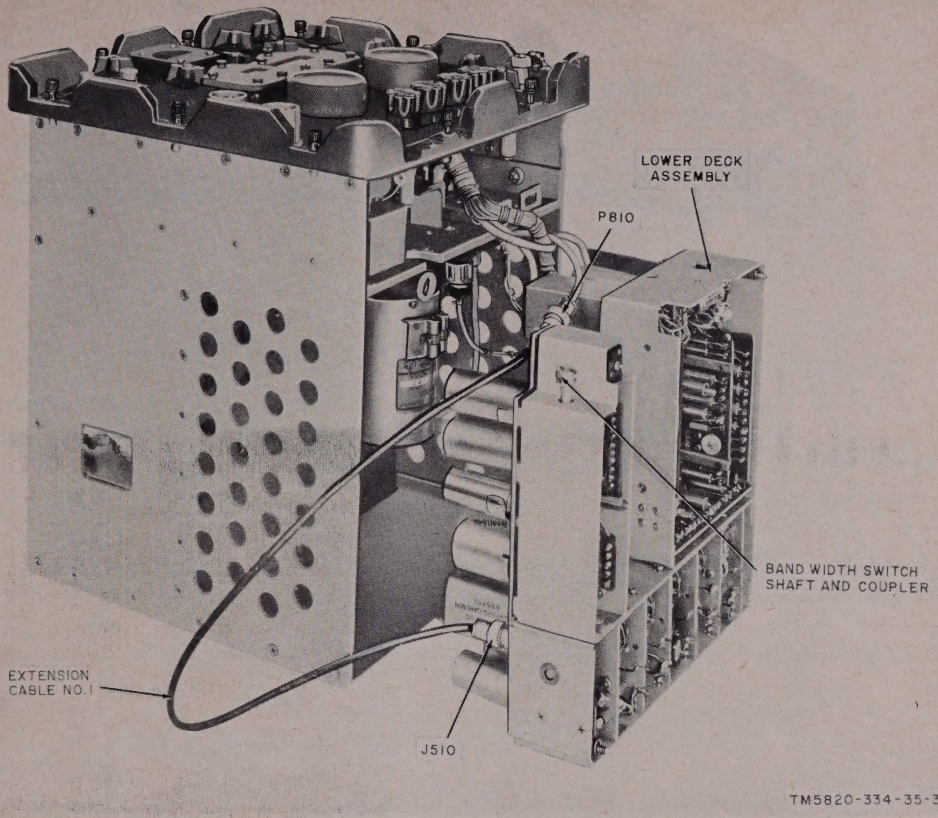

Figure 32. Bench test, lower deck assembly removed.
(fig. 32, 33, and 34)
a. When a cause of equipment failure has been sectionalized to a subchassis, a bench test of the faulty subchassis and use of the troubleshooting chart may be required to locate the trouble. Because the undersides of the subchassis are not accessible for troubleshooting when the subchassis are mounted in the receiver, it may be necessary to remove the subchassis. Most bench testing can be performed by removing the lower deck assembly from the receiver and connecting extension cable No. 1 between P810 from the vfo subchassis and J510 on the if. subchassis (fig. 32). It may sometimes be necessary to remove the subchassis under test and connect them to the receiver circuits by the use of extension cables. Directions for the fabrication of extension cables are given in figures 33 and 34.